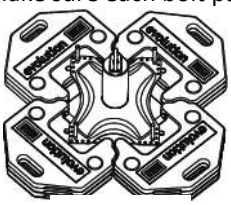

Figure 6
e) Assemble the LEAP Anchor onto the L-bolts and counterweights. Make sure each bolt passes through one of the 1/2 in. diameter mounting holes in the base plate of the LEAP Anchor. See Figure 6.